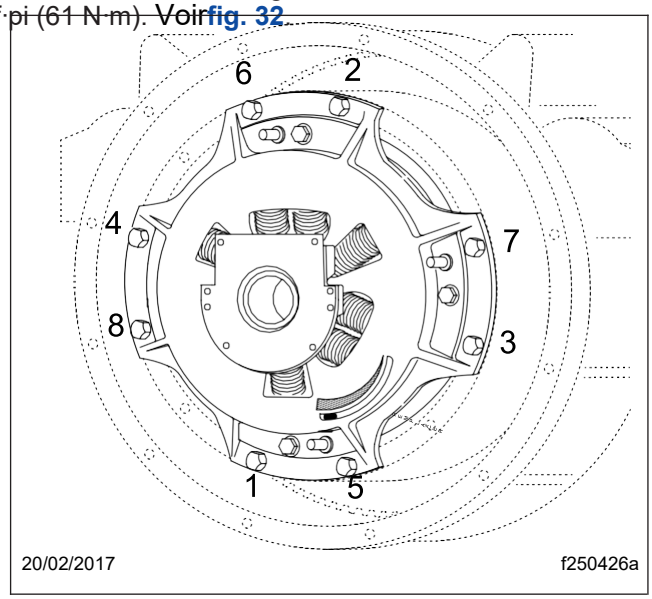

Fig. 32, Séquence de serrage
7. Serrez progressivement les boulons de montage dans un motif entrecroisé en commençant par le boulon inférieur gauche. Couple à 45 lbf·pi (61 N·m). Voir**fig. 32**.